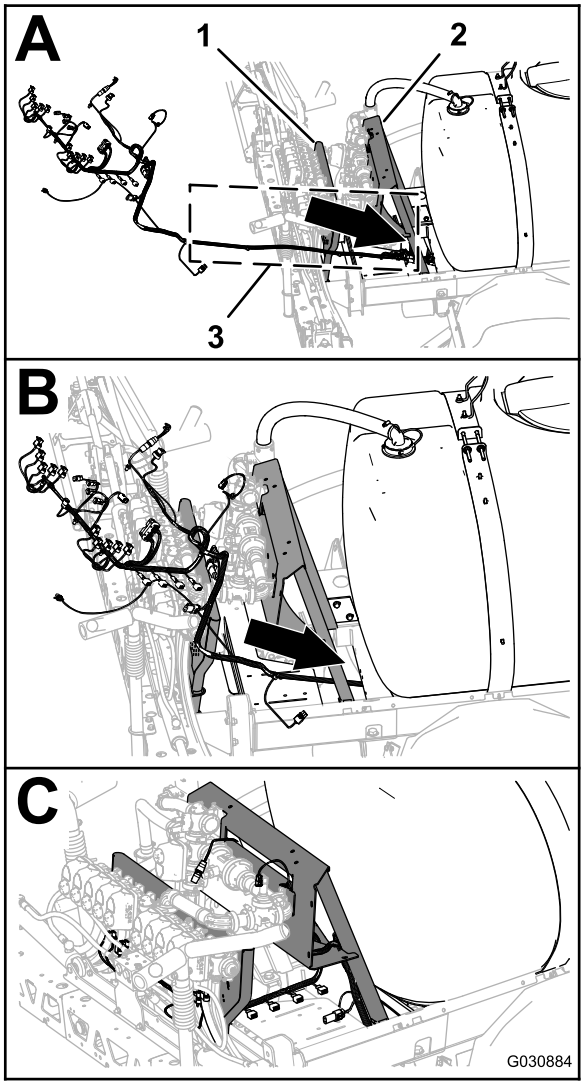

**Figur 111**
2. Før 165 cm og 203 cm afgreningen af det nye elektriske ledningsnet mellem ventilbeslaget til de 10 sprøjteventiler og højre støtte til manifoldbeslaget (Figur 111).